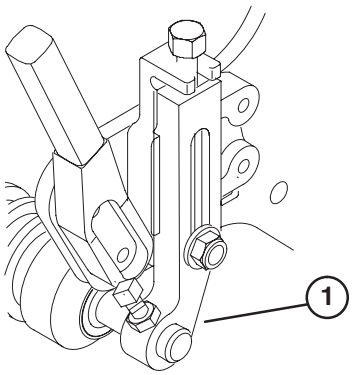

Figure 2
4. On Greensmaster 1600 only, install the new height–of–cut arms and roller assembly with the height–of–cut adjusting screws, jam nuts and set screws previously removed (Fig. 2).
On Greensmaster 1000, install the height–of–cut arms previously removed. The height–of–cut arms on both models are to be rotated to the forward position as shown in figure 2.